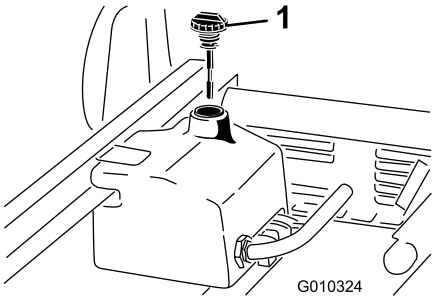

Figuur 20
1. Reinig het gebied rond de vulbuis en de dop van de hydraulische tank (Figuur 20).
3. Verwijder de peilstok (Figuur 20) uit de vulbuis en veeg deze af met een schone doek.